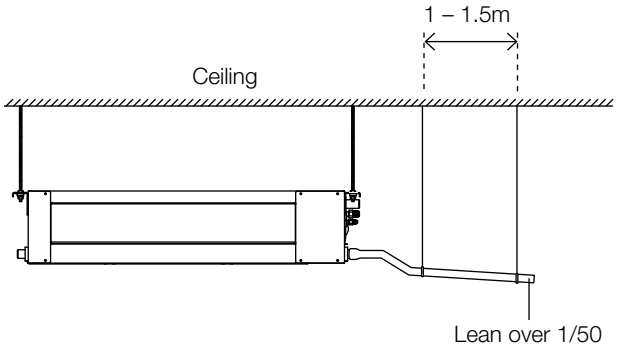

**Fig. 6.2**
2. Attach the mouth of the drain hose to the unit's outlet pipe. Sheath the mouth of the hose and clip it firmly with a pipe clasp. *(See Fig. 6.2)*